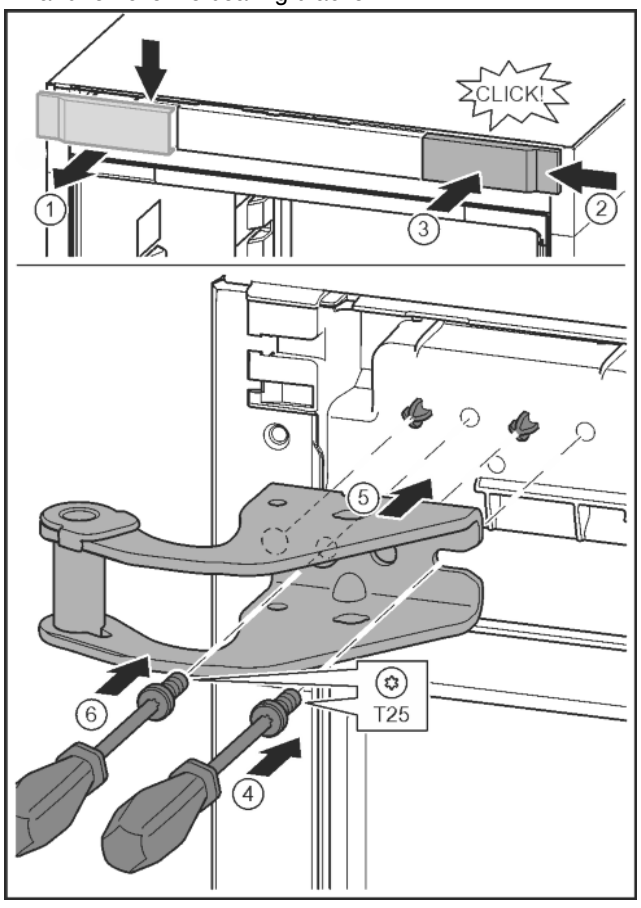

Fig. 10
▶ Release the cover and remove from the side. *Fig. 10 (1)*
▶ Rotate the cover 180° and clip onto the other side from the right. *Fig. 10 (2)*
▶ Click the cover into place. *Fig. 10 (3)*
▶ Position the screw with a T25 screwdriver. *Fig. 10 (4)*
▶ Position the upper bearing bracket. *Fig. 10 (5)*
▶ Tighten the screw. *Fig. 10 (4)*
▶ Insert the screw with a T25 screwdriver and tighten. *Fig. 10 (6)*